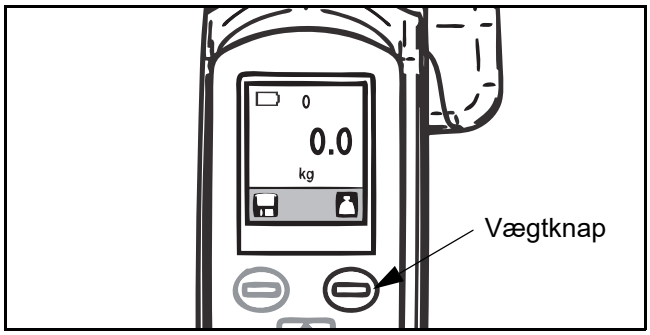

Fig. 66
1) Tryk på vægtknappen for at få en nulaflæsning på displayet (se Fig. 66).